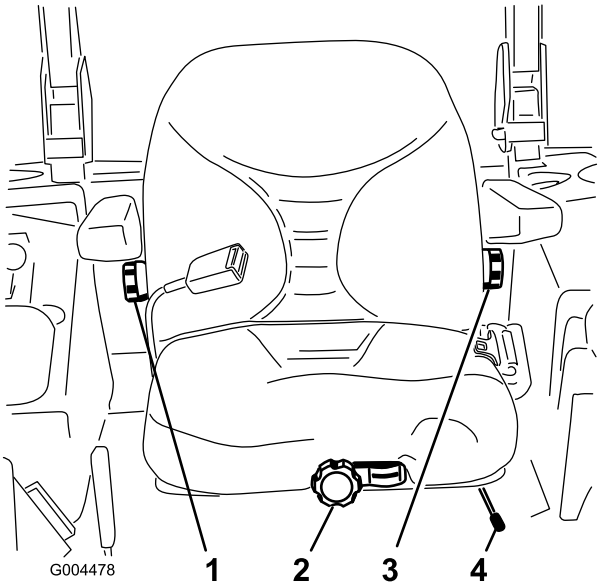

Figuur 31
1. Om de bestuurdersstoel in te stellen, moet u de instelhendel zijwaarts bewegen. Hiermee ontgrendelt u de stoel (Figuur 31).
Om de stoel te verstellen, draait u de knop in een van beide richtingen voor de meest comfortabele positie (Figuur 31).
Om de rugleuning te verstellen, draait u de knop onder de rechter armsteun in een van beide richtingen om de meest comfortabele positie te verkrijgen (Figuur 31).
Om de rugleuning te verstellen, draait u de knop onder de linker armsteun in een van beide richtingen om de meest comfortabele positie te verkrijgen (Figuur 31).